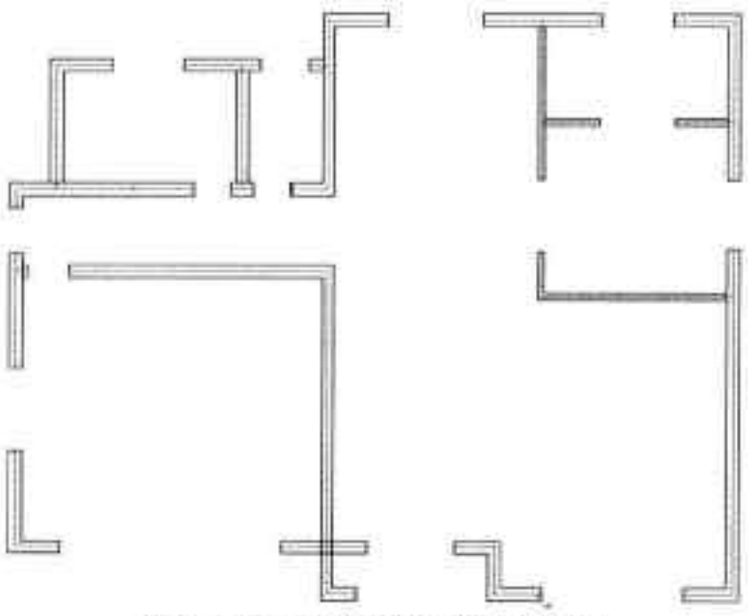

图5-76 完成内墙线的绘制
Step09 按照同样方法，完成其他内墙线的绘制，如图 5-76 所示。